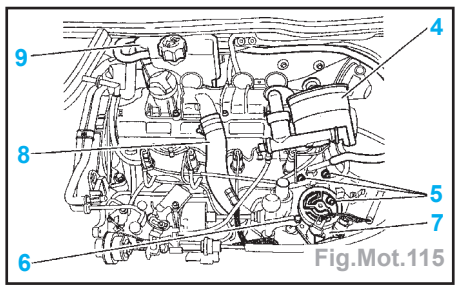

Fig.Mot.115
- Déposer (Fig.Mot.115) :
- l'ensemble filtre à gazole (4),
- la vis (6),
- les 3 vis (5),
- le boîtier de sortie d'eau (7),
- le tuyau (8),
- la boîte de dégazage (9),